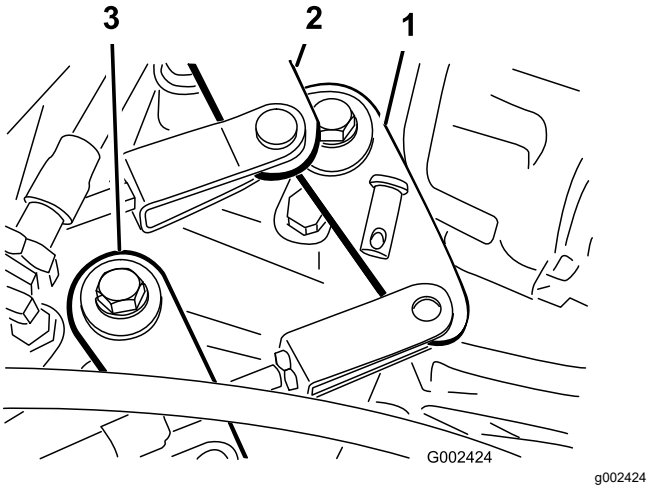

**Figuur 53**
2. Verwijder de gaffelpennen waarmee de kabels van het schakelmechanisme zijn bevestigd aan de schakelarmen van de transaxle (Figuur 53).
1. Verwijder de gaffelpennen waarmee de kabels van het hoog/laag-mechanisme zijn bevestigd aan de transaxle (Figuur 53).